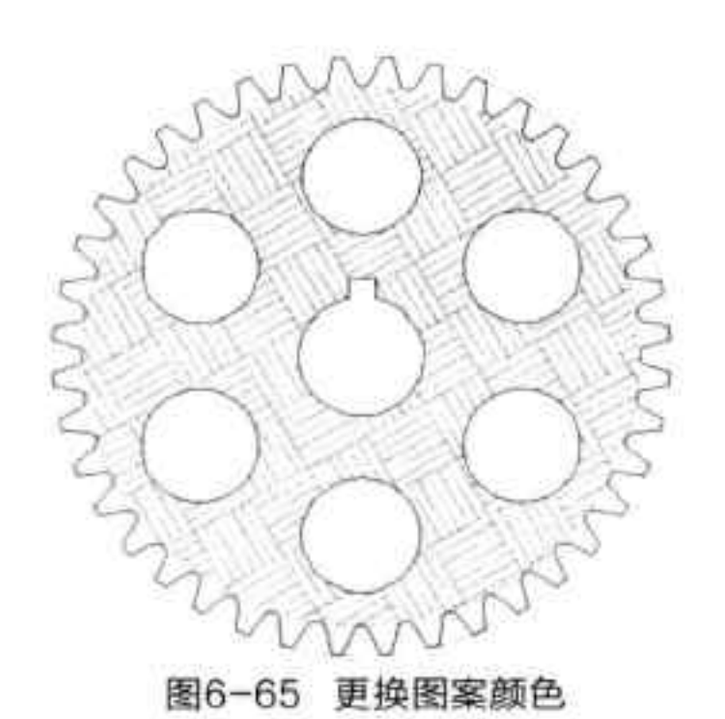

图6-65 更换图案颜色
Step 05 选择填充的图形，执行“特性 > 图案填充颜色”命令，在打开的颜色列表中，选择所需颜色，即可更改当前填充图形的颜色，如图 6-65 所示。